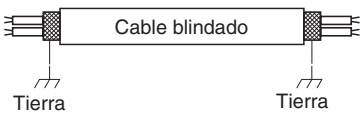

Fig. 4-6
(5) Emplee cables apantallados para el cableado de control entre unidades (c) y ponga a tierra el apantallado de ambos lados, porque si no lo hace así, podría producirse un funcionamiento erróneo debido al ruido. (Fig. 4-6)